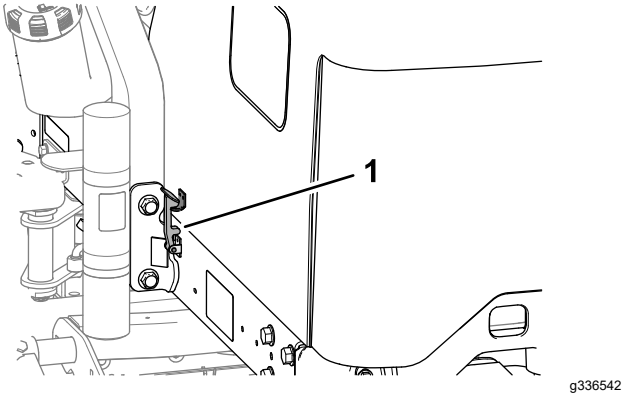

Rysunek 58
2. Otwórz maskę do góry i do tyłu (Rysunek 58).